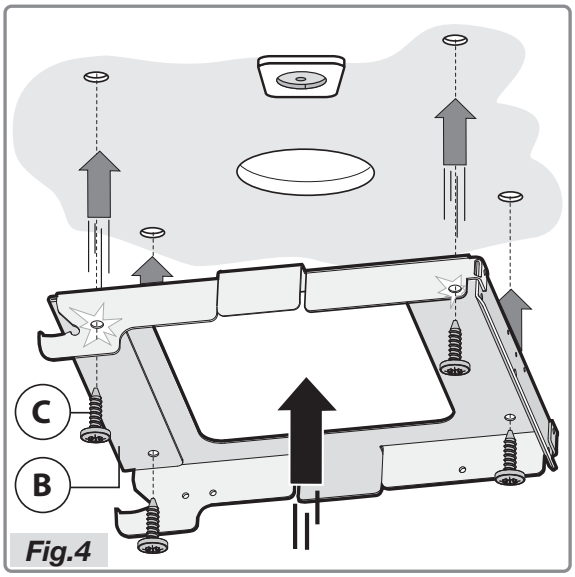

Fig.4
- Take bracket **B** and fasten it on the ceiling with the four screws **C** (Fig.4).